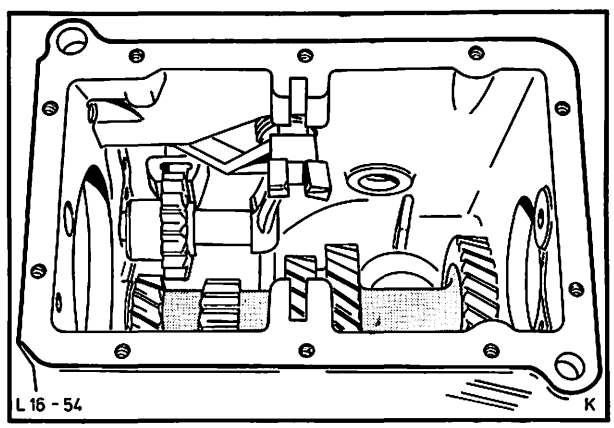

Abb. 69 Vorgelegezahnradblock einbauen
44. Vorgelegezahnradblock vorsichtig in das Gehäuse einlegen und absenken, Abb. 69. Dabei darauf achten, daß die Druckscheiben nicht verschoben werden. Druckscheiben so einstellen, daß die Nasen gegen die Gußansätze zu liegen kommen.